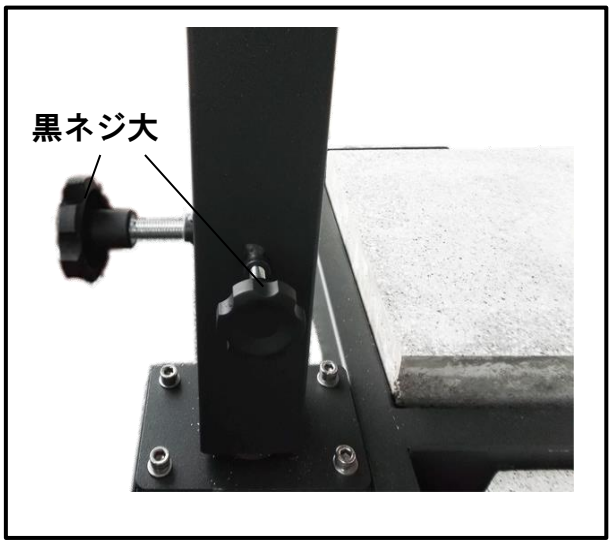

図.6
⑦　支柱（D）下部の 2 ヶ所を主柱が動かないように黒ネジ大（i）でしっかりと固定します。（図.6）